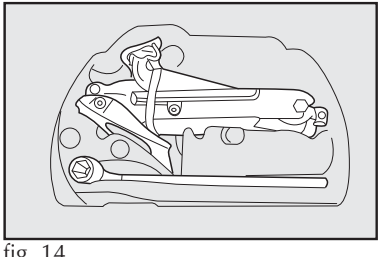

fig. 14
13) colocar o macaco e as ferramentas utilizados no suporte das ferramentas no local apropriado, de modo a evitar vibrações, ou que se solte durante a marcha **fig. 14**;